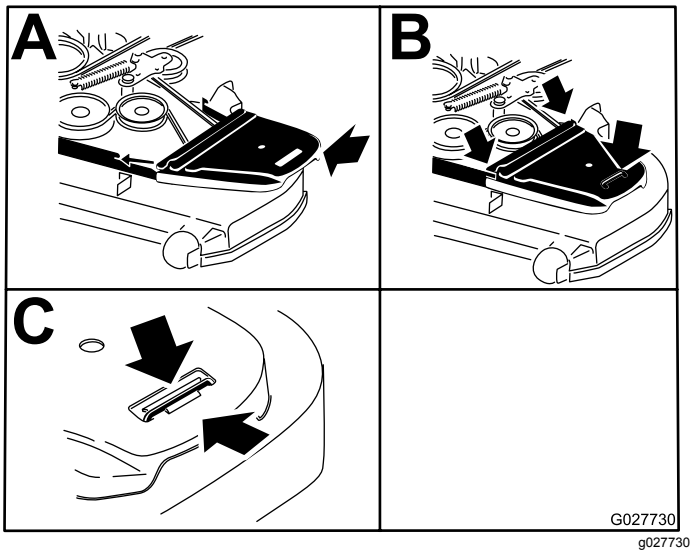

Figur 83
14. Montera remkåporna och skruvarna som fäster dem (Figur 83).